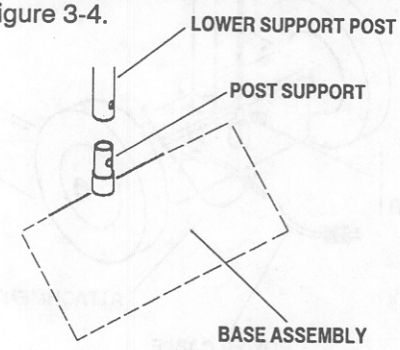

Figure 3-3. Installing lower support post.
b. Push the lower support post downward onto the base assembly post support until it is locked by the spring-loaded button latch. A slight back and forth circular motion may be required to align the button latch and its mating hole. Refer to figure 3-3.